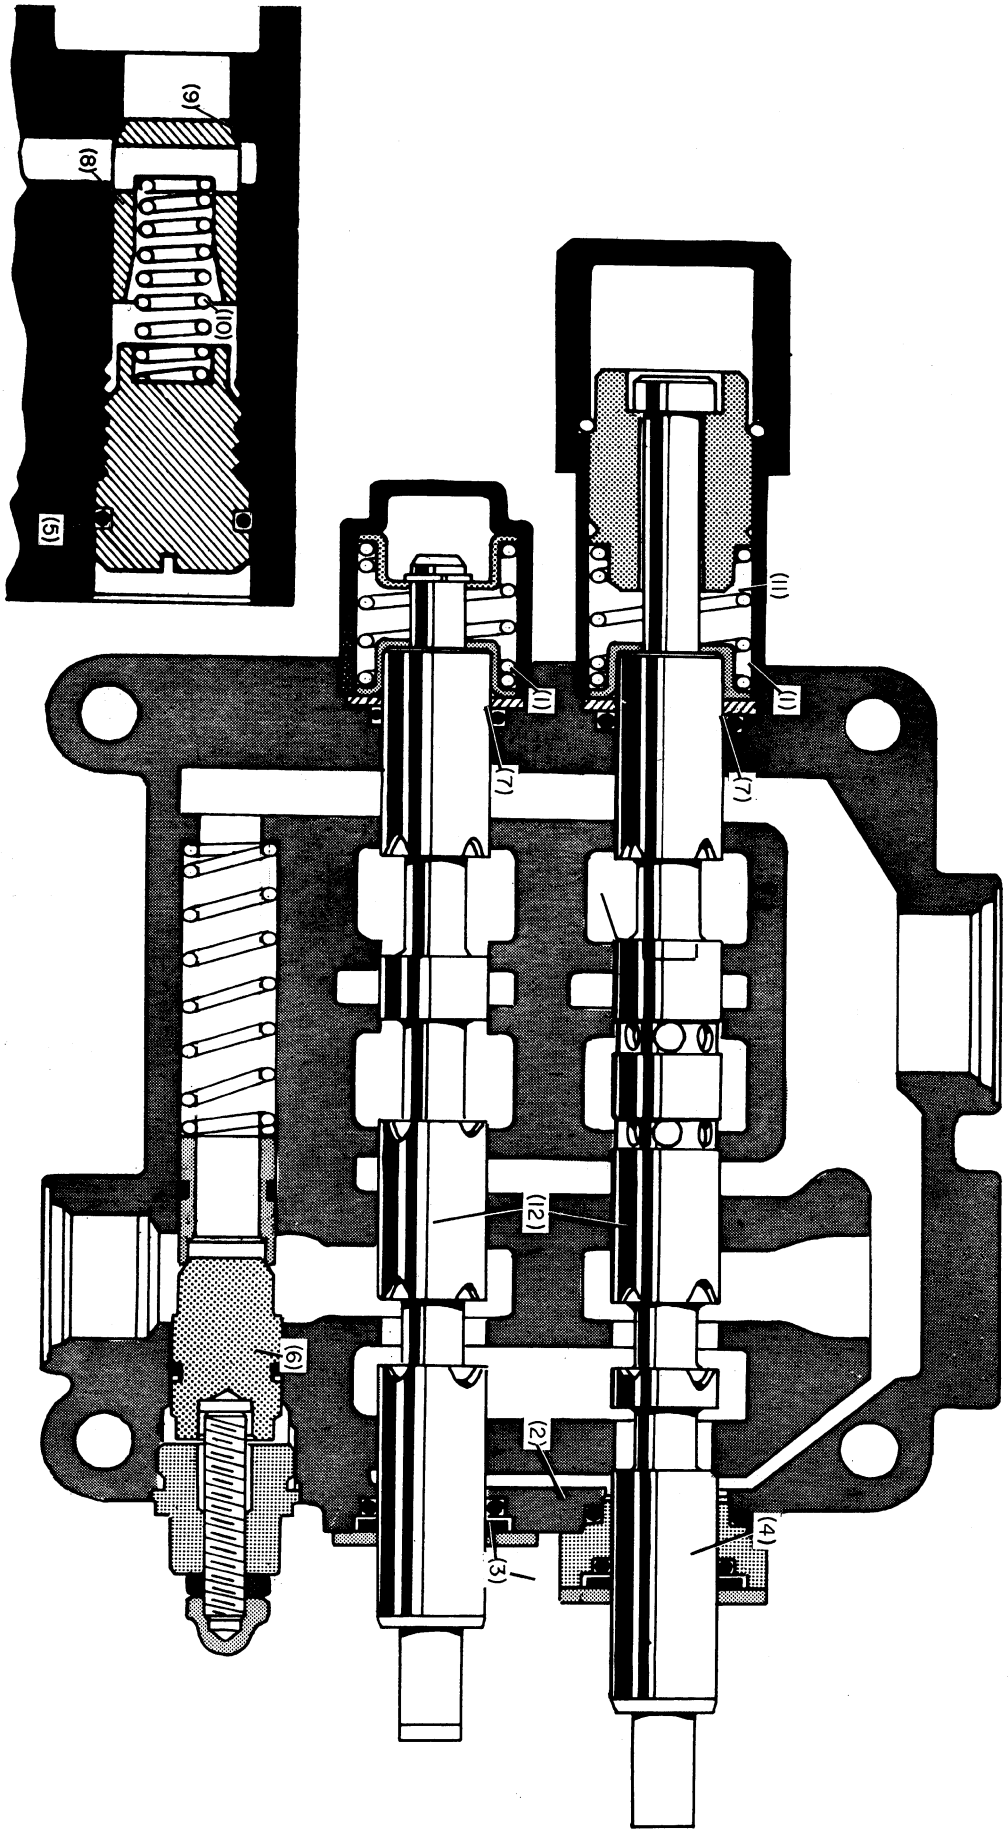

Figure D-46
1. External oil leakage between valve body and spool end caps due to loose end cap, Figure D-46. (1)	1. Tighten the spool end caps, Figure D-46. (1)
2. External oil leakage between valve body and float spool end seal housing due to damaged "O" ring, Figure D-46. (2)	2. Replace damaged "O" ring, Figure D-46 (2)
3. External oil leakage between valve body and spool retainer plates due to loose retainer plate screws, Figure D-46. (3)	3. Tighten retainer plate screws.
1. Internal oil leakage between spool and wiper due to worn or damaged "O" ring, Figure D-46. (4)	1. Replace worn or damaged "O" ring, Figure D-46. (4)
2. Oil leakage around poppet valve caps due to worn or damaged "O" ring, Figure D-46. (5)	2. Replace worn or damaged "O" ring, Figure D-46. (5)
3. Oil leakage around pressure relief valve cap due to worn or damaged plunger "O" ring, Figure D-46. (6)	3. Replace worn or damaged plunger "O" ring, Figure D-46. (6)
4. Internal oil leakage from valve body into spool end caps due to worn or damaged "O" ring, Figure D-46. (7)	4. Replace worn or damaged "O" ring, Figure D-46. (7)